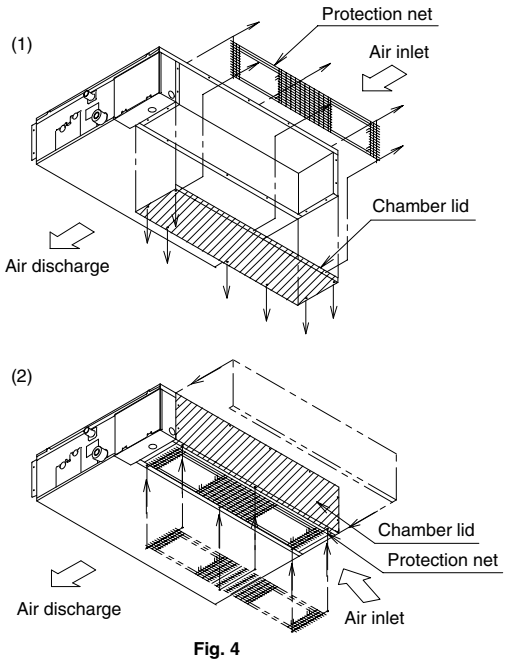

Fig. 4
(5) For bottom intake, replace the chamber lid and protection net in the procedure listed in Fig. 4.
(2) Reattached the removed chamber lid in the orientation shown in Fig. 4. (7 locations)
Reattached the removed protection net in the orientation shown in Fig. 4. (6 locations)···PBVE(T) type only
(3) Attach the air filter (accessory) in the manner shown in the diagram.